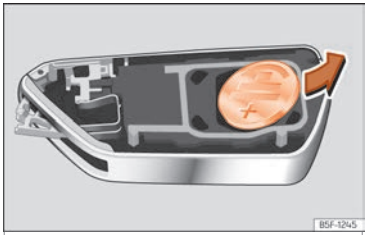

Fig. 84 Clé du véhicule : retirez la pile.
• Retirez la pile du compartiment à l'aide d'un objet fin approprié ››› fig. 84.